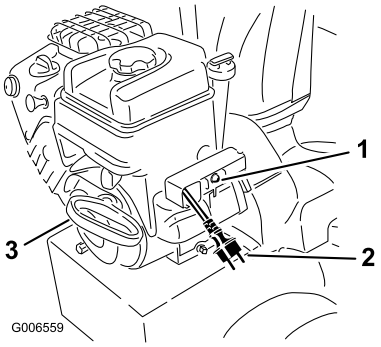

Figur 24
7. Start sneslyngen ved at trække i tilbageslagsstarthåndtaget eller trykke på den elektriske startknap (Figur 24).